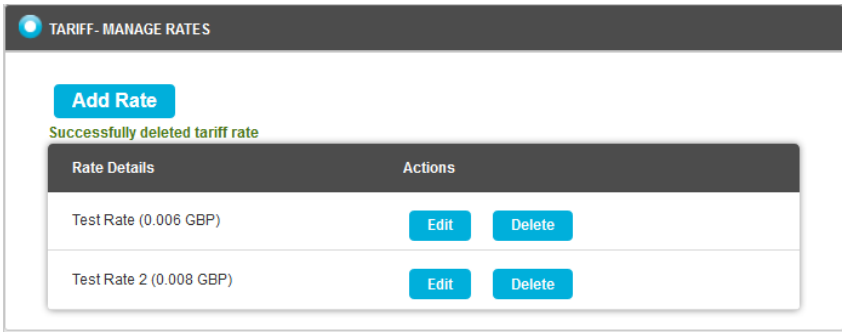

Figure 35
- The selected Tariff Rate is deleted and you are returned to the **TARIFF-MANAGE RATES** window which no longer displays the deleted **Tariff Rate**. A green message confirms the deletion. See Figure 35 below: